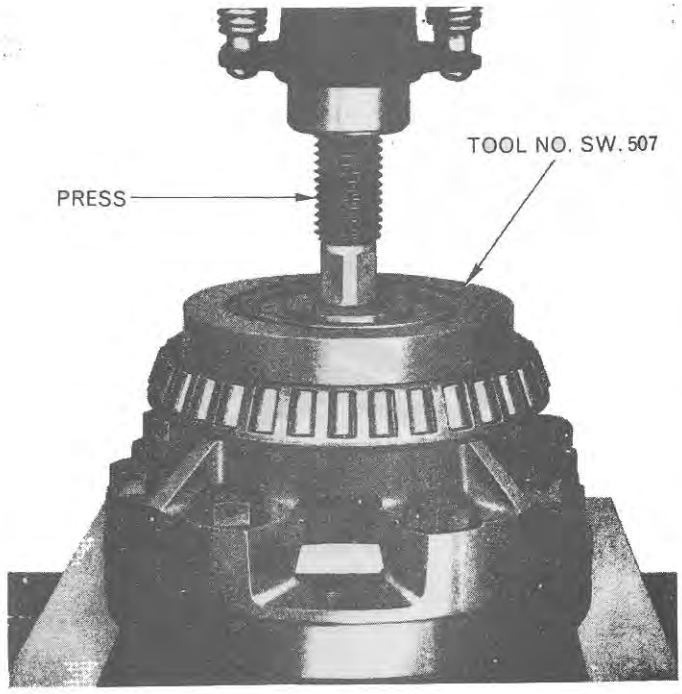

Figure 22(A)
2. Install the left-hand cone and roller assembly using Tool Nos. SW 11 and 550 or SW 15 and a press, Figure 22(B). Coat the bearings with petroleum jelly prior to installation.